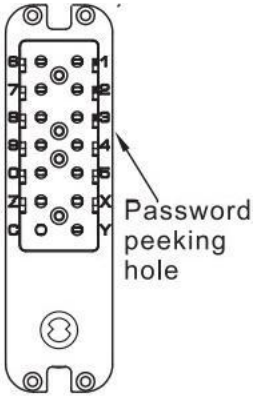

FIG 4C
1.After forgetting the password,we need to remove the lock from the door and search for it by examining the rectangular password peeping hole on the back of the lock,as shown in Figure 4C